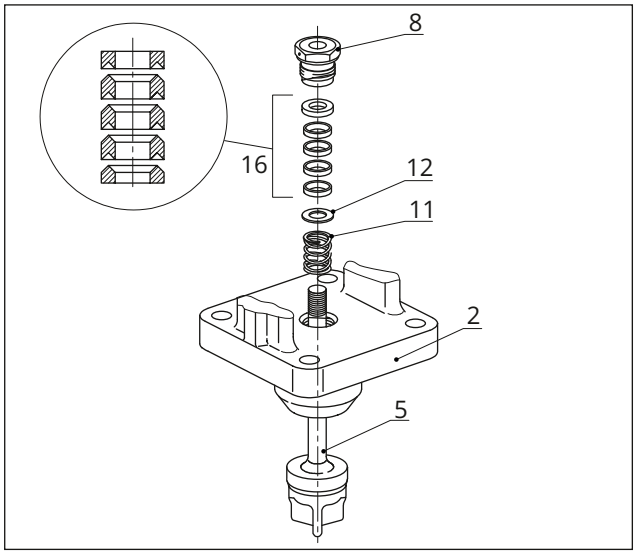

**Fig. 30:** *Empanque standard*
mara do empanque utilizando uma ferramenta adequada. Observe a sequência correta (consulte a Fig. 30).
9. Deslize cuidadosamente as peças do empanque através da extensão da haste do obturador para a câmara do empanque utilizando uma ferramenta adequada. Observe a sequência correta (consulte a Fig. 30).
10. Aperte o castelo da válvula com porcas (33) e parafusos (32). Respeite os binários de aperto.
11. Enrosque o casquilho roscado (8) e aperte-o. Respeite os binários de aperto.
12. Aperte frouxamente a contraporca (10) e a porca (9) na haste do obturador